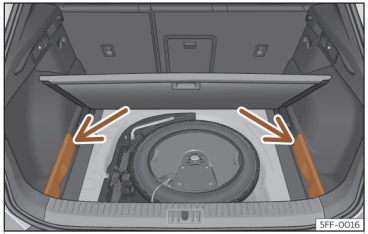

Fig. 177 En el maletero: tapas para guardar la bandeja.
- Extraiga las tapas izquierda y derecha ››› **fig. 177**.